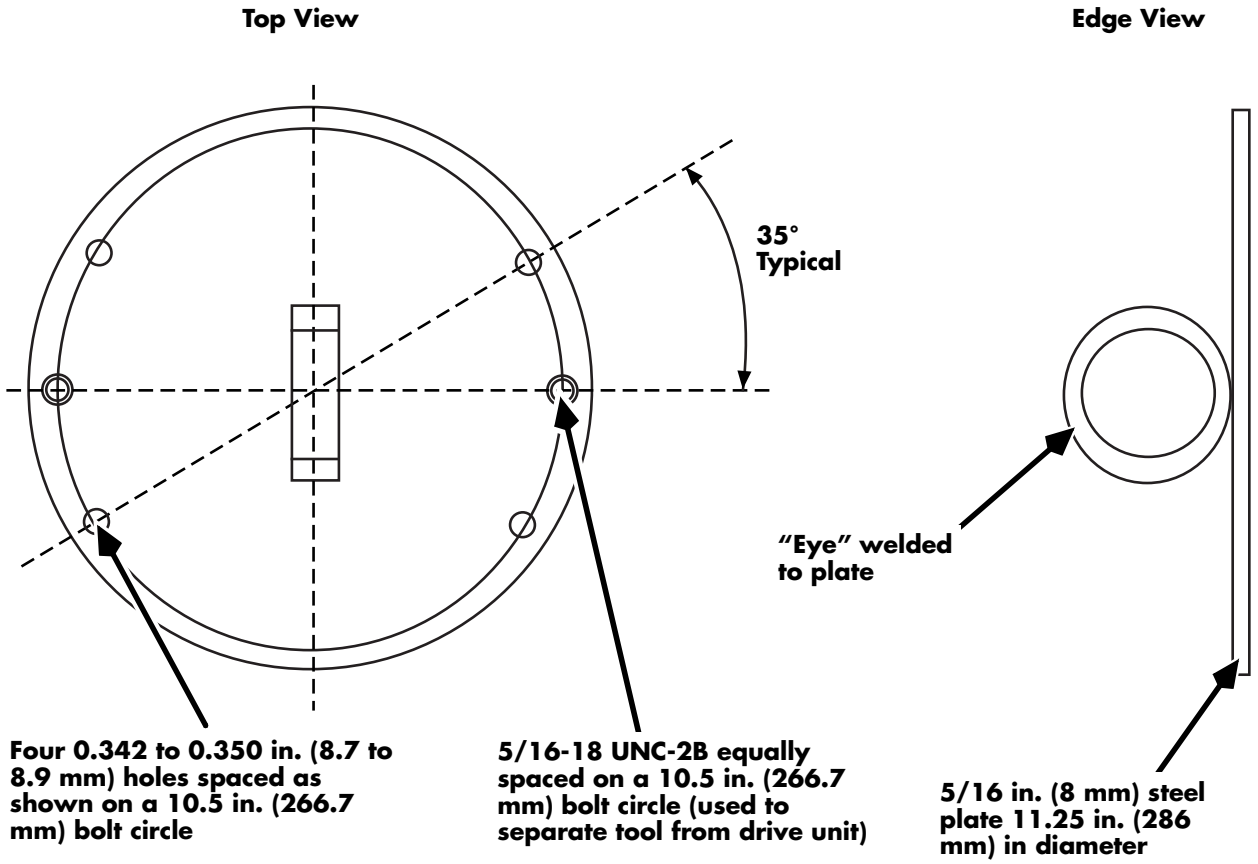

Figure 7-68: Drive Unit Removal/Installation Tool
13. To facilitate the removal of the drive unit, construct the tool shown in Figure 7-68. Attach the tool to the top of the drive unit using the screws which held the drive motor.